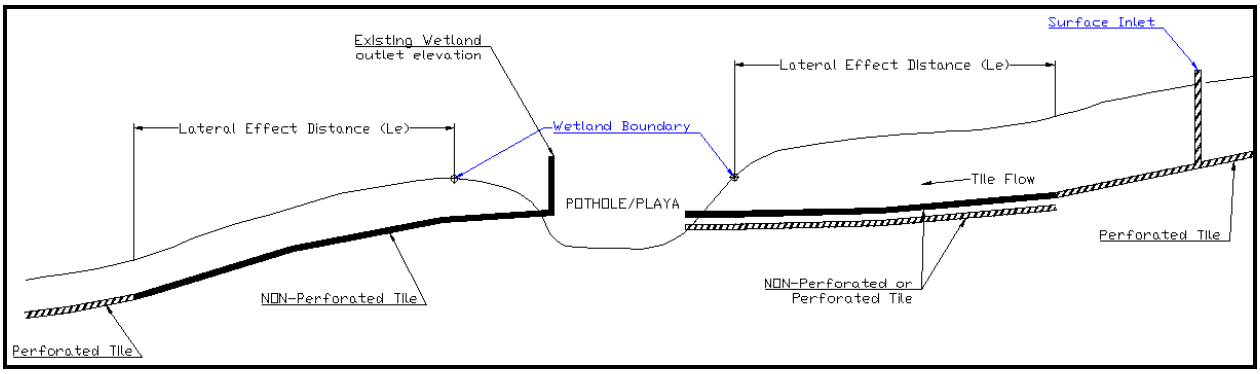

Figure 14 – Upstream surface inlets must outlet into wetland.
3. If the tile system has surface inlets in the watershed of the wetland, the tile must outlet upstream of the wetland. Examples are shown on Figures 14 and 15.